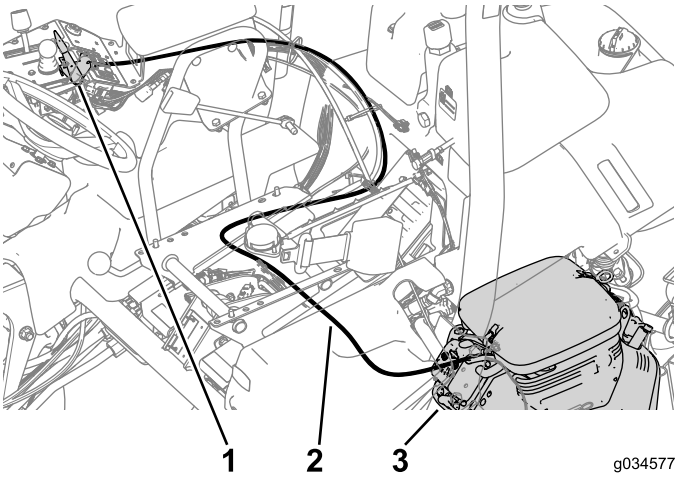

图18
1. 没着原拉索摆放线路布置新阻风门拉索，用扎带将其固定至机器（图18）。
2. 将拉索连接到发动机上的阻风门控制装置（图18）。